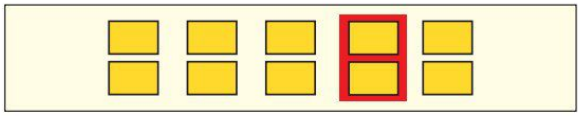

Bild 5: Festplatten-Steckerleiste für Jumper
b) Eine zweite HDD soll an der gleichen Leitung angeschlossen werden. Wie wird dafür die Jumperstellung bezeichnet? Ergänzen Sie den fehlenden Jumper **(Bild 5)**.